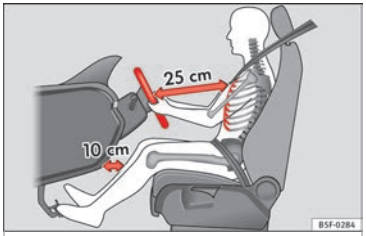
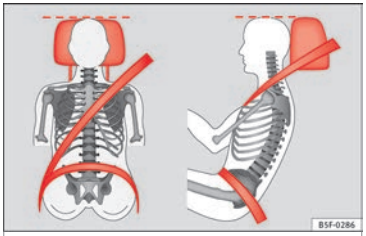

Fig. 1 The proper distance between driver and steering wheel
Fig. 2 Correct belt web and head restraint positions
- Adjust the seat so that there is a distance of at least 25 cm between the steering wheel and your chest ››› Fig. 1 and so that you can hold the steering wheel with both hands on the outside of the ring at the 9 o'clock and 3 o'clock positions with your arms slightly bent.
- Adjust the driver seat forwards or backwards so that you are able to press the accelerator, brake and clutch pedals to the floor with your knees slightly angled and the distance between your knees and the dash panel is at least 10 cm ››› Fig. 1.
- Adjust the head restraint so that its upper edge is at the same level as the top of your head, or as close as possible to the same level as the top of your head and under no circumstances below eye level. Keep the back of your neck as close as possible to the head restraint ››› Fig. 1 and ››› Fig. 2.
Adjust the correct distance between the driver and the steering wheel ››› Fig. 1 using the controls on the driver seat ››› page 63. »